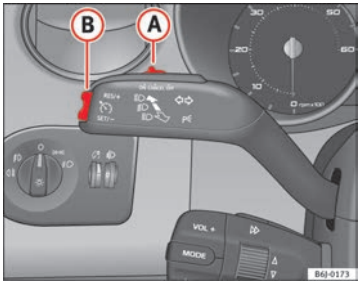

Fig. 116 Palanca de intermitentes y de luz de carretera: mando y tecla basculante para el regulador de velocidad
– Presione la parte superior de la tecla basculante **RES** ⇒ fig. 116 (B) para aumentar la velocidad. El vehículo acelerará mientras mantenga la tecla presionada. Al soltar la tecla quedará memorizada la nueva velocidad.
Si se reduce la velocidad programada pisando el pedal del freno, se desactiva el regulador de velocidad. Si quiere activar de nuevo el regulador, bastará con presionar una vez la parte superior de la tecla basculante **RES+** ⇒fig. 116 (B).